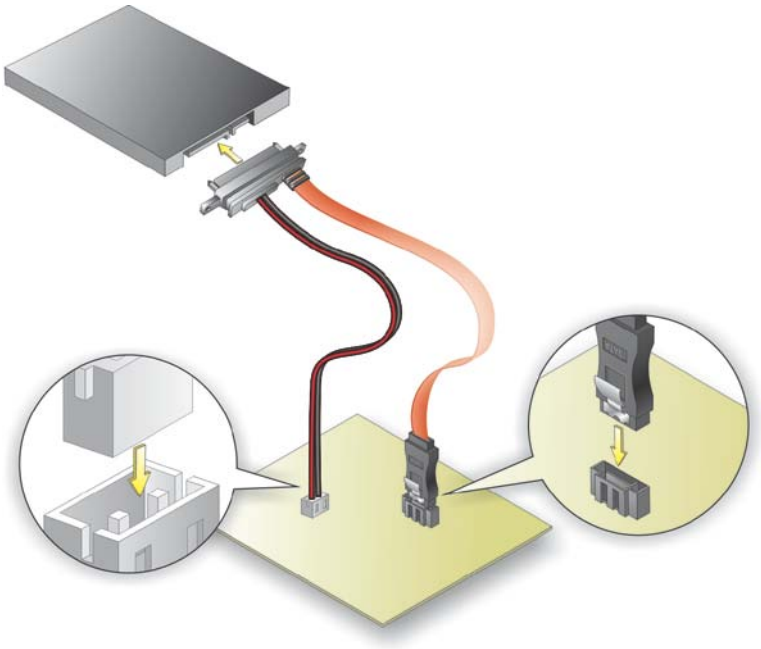

Figure 4-7: SATA Drive Cable Connection
Step 2: **Insert the cable connector**. Insert the cable connector into the on-board SATA drive connector and the SATA power connector. See **Figure 4-7**.
Step 3: **Connect the cable to the SATA disk**. Connect the connector on the other end of the cable to the connector at the back of the SATA drive. See **Figure 4-7**.